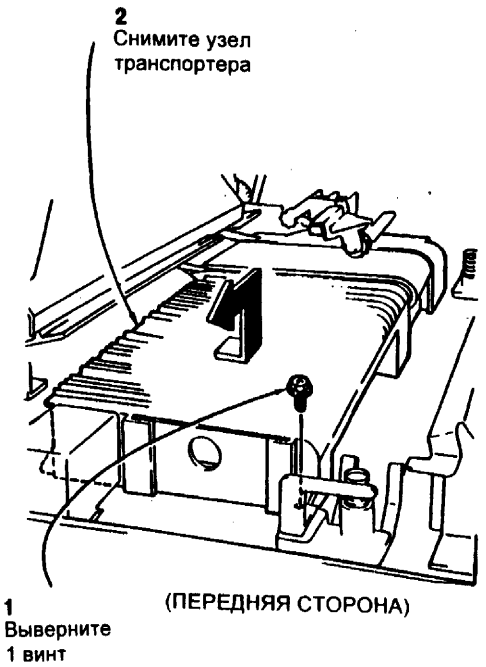

Рис. 2 Снятие узла транспортера бумаги
5. (Рис. 2) Снимите узел транспортера бумаги.